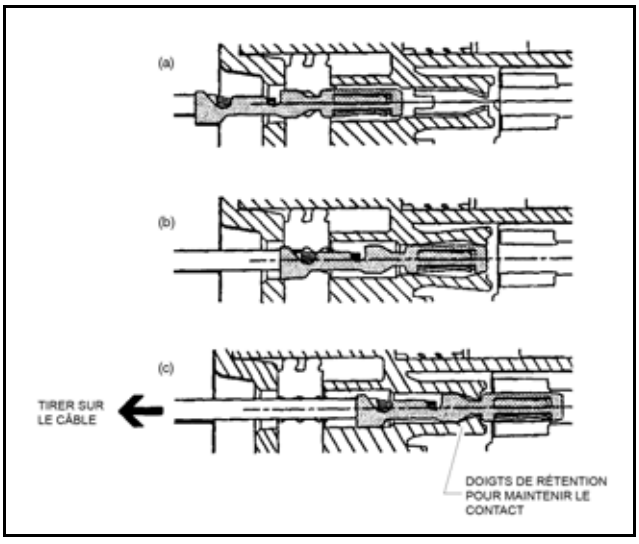

Figure 7-11. Montage du connecteur (2 de 4)
1. Pour insérer un contact, poussez-le directement dans la cavité du circuit appropriée le plus loin possible (Voir Figure 7-11., Montage du connecteur (2 de 4)).
2. Tirez sur le câble de contact avec une force de 1 ou 2 lb pour vous assurer que les doigts de rétention maintiennent le contact (Voir Figure 7-11., Montage du connecteur (2 de 4)).